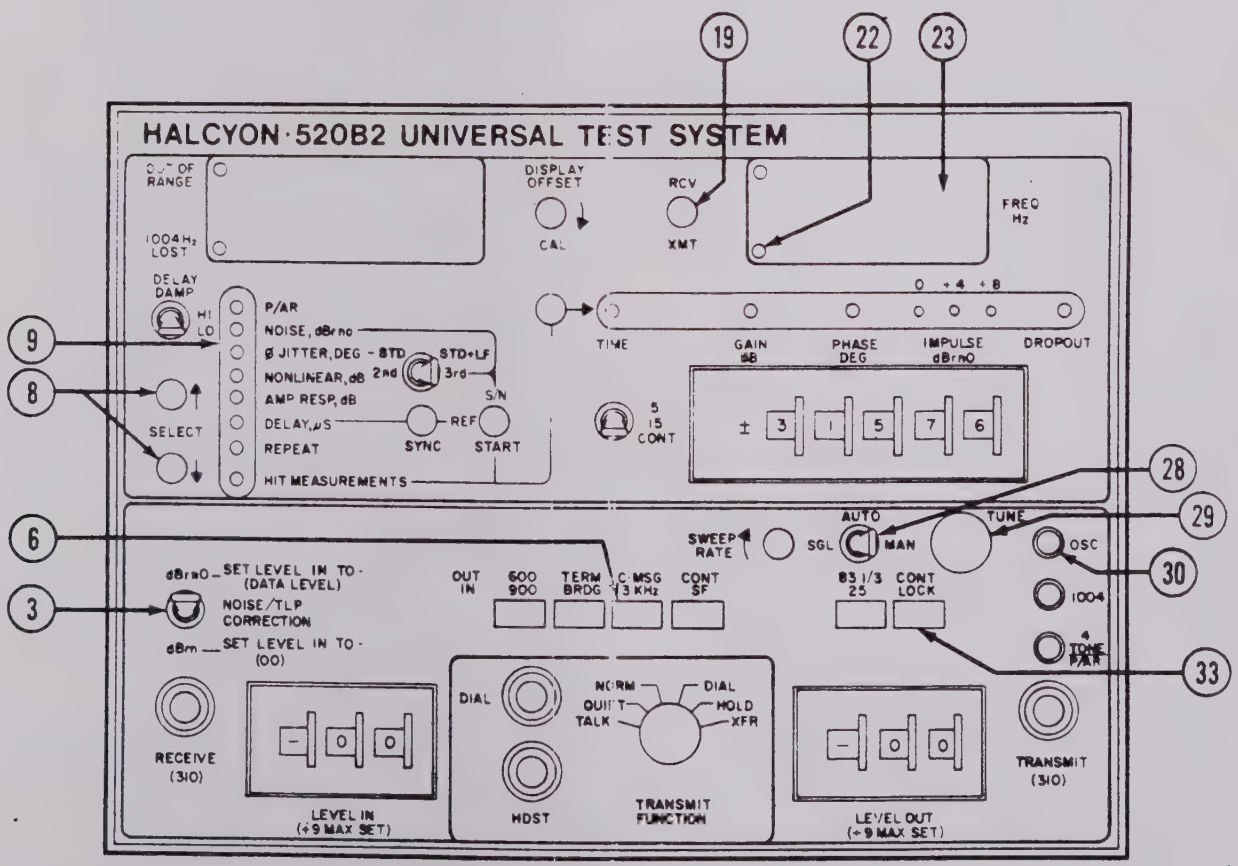

Figure 3-11. Attenuation Distortion (Frequency Response) Near-End to Far-End Measurement Controls
(1) Near-End to Far-End Measurements. (See figure 3-11.) The procedure for this transmit-only measurement is as follows: